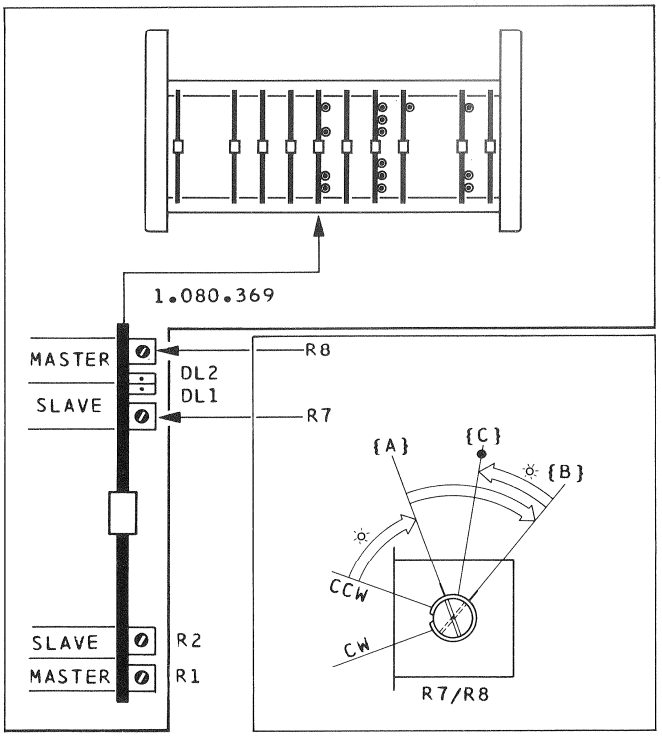

Fig.4.13 Fig.4.14
-> Fig.4.13
(DUAL CAPSTAN DIRECTION PCB) -> Fig.4.13/4.14